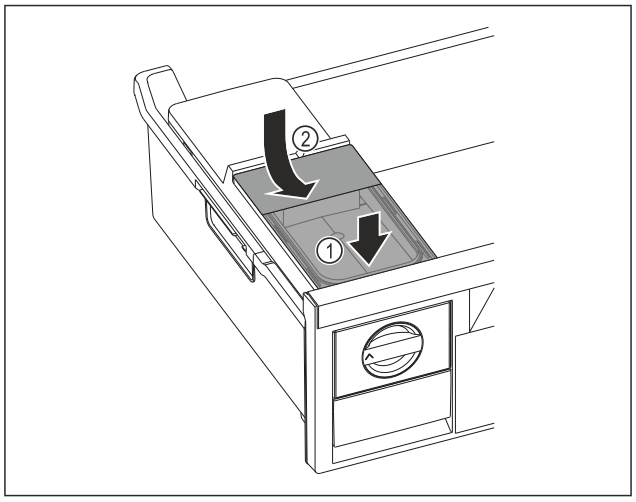

Fig. 181
▶ Position the water tank at the front. *Fig. 181 (1)*
▶ Lower the water tank at the rear. *Fig. 181 (2)*